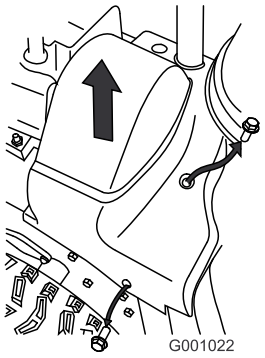

**Figure 47**
2. Lift up the right side of the belt cover (Figure 47).